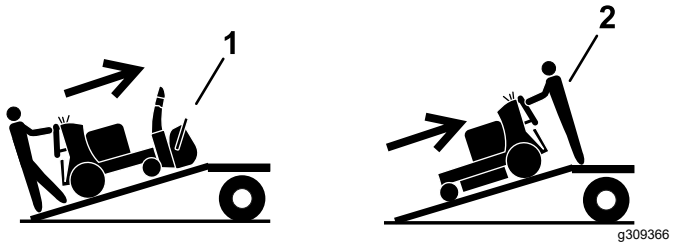

Figure 29
- If the attachment is not installed, load the machine with the rear up the ramp (Figure 29).
2. Drive the machine forward down the ramp (Figure 29).